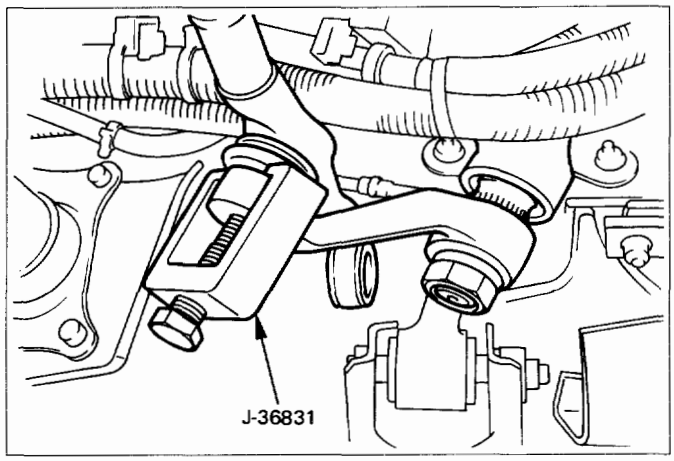

Fig. 3B3-4
- Remove relay lever from the center track rod (Fig. 3B3-5).